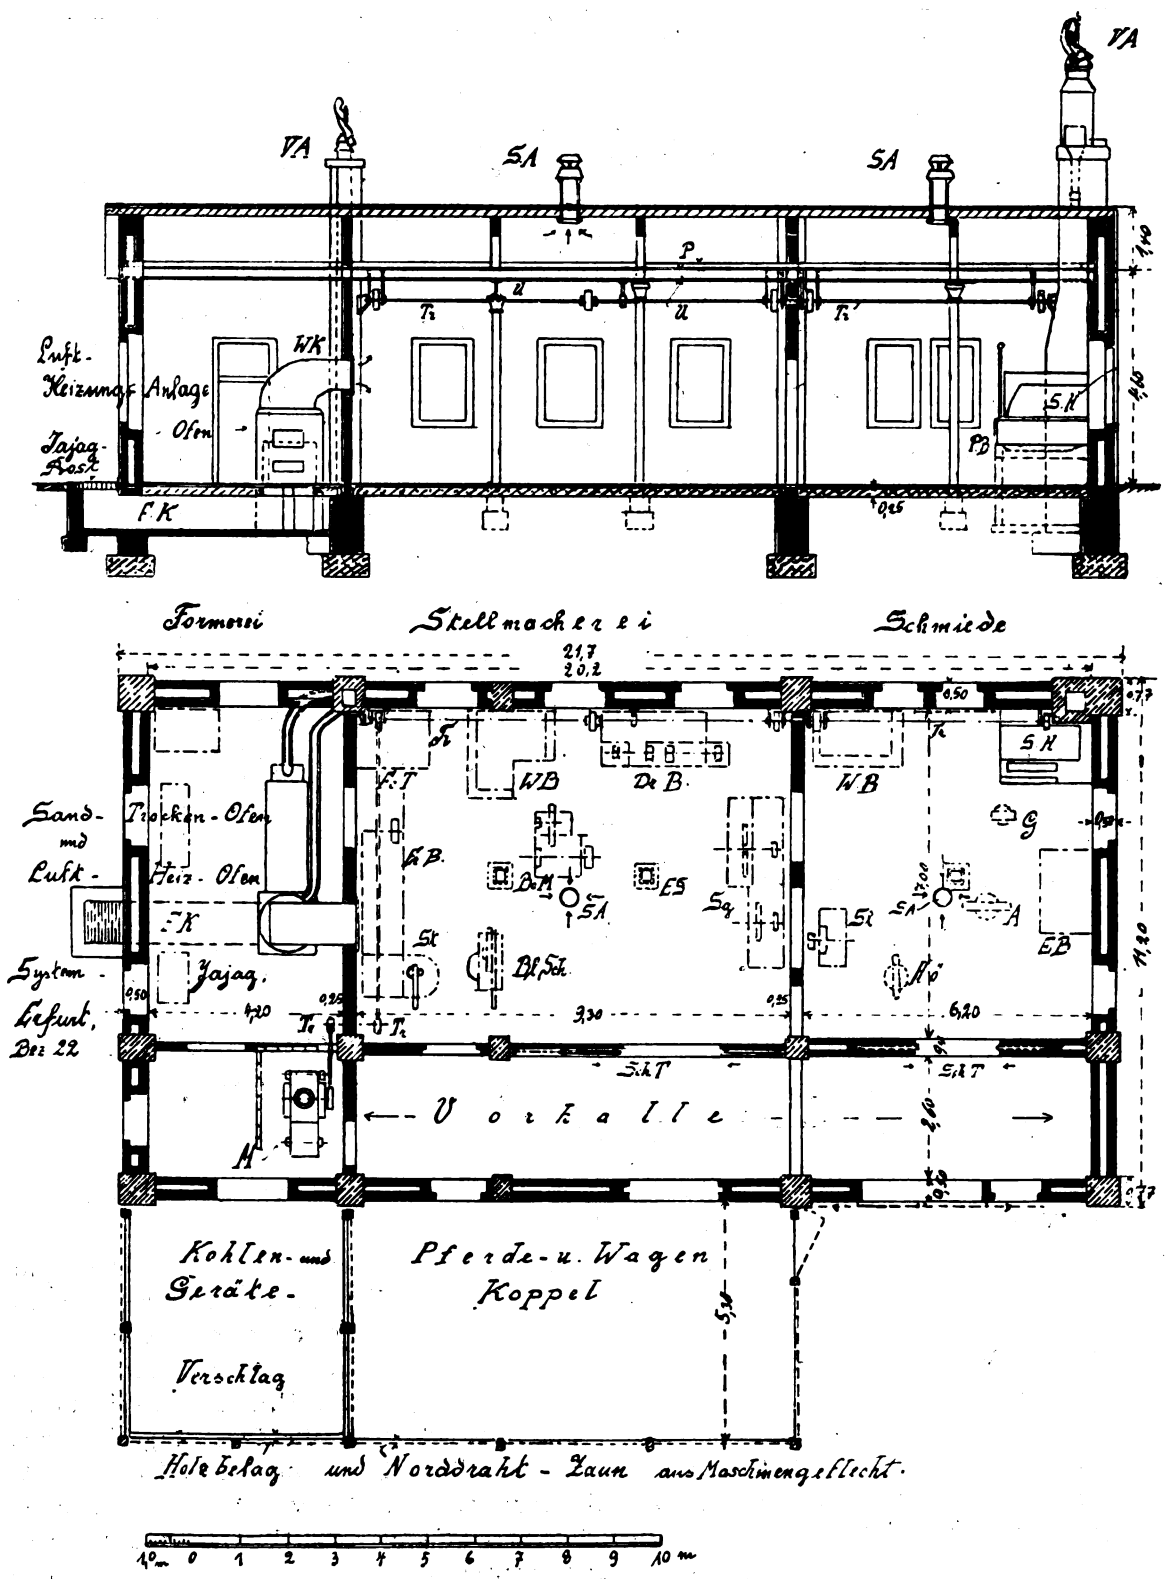

Abb. 1
Eine in Abb. 1 veranschaulichte Werkstattanlage ist in einfachem, freistehendem, schuppenartigem Gebäude eingerichtet zur Aufnahme verschiedener teils mechanisch, teils von Hand betriebener Arbeitseinrichtungen und zugehöriger Installationen in drei Haupträumen für Schmiede, Stellmacherei und Formerei sowie einer Vorhalle.
Luftheizungskörper mittels des Mantels die strahlende Wärme in geeignetem Maße ab und macht diese bei Durchleitung frischer Luft zwischen jenem und dem Ofenzylinder auch zur Lüftung nutzbar, mit Hilfe besonderer Luftkanäle. Die Befeuerung erfolgt mit festem organischem Brennstoff, z. B. nach Anweisung des Magistrats Leipzig, von einer Außenstelle. Diese Heizeinrichtung ist in Bild 1 in Verbindung mit einem Sandtrockenofen veranschaulicht; dazu gehören ein Frischluftkanal (FK) als Außenschacht (mit Abdeckung durch Bandeisengeflecht), ein Warmluftkanal (WK) mit Sicherung gegen Luftrückschlag, ein Schornstein mit drehbarem Ventilationsaufsatz (VA), und weiterhin je ein regulierbarer Saugeraufsatz (SA), in der Dachdecke für die Räume der Stellmacherei und der Schmiede.